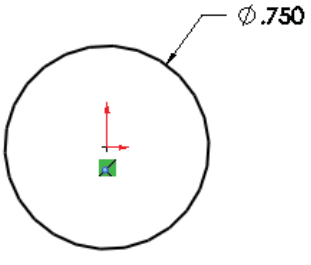

Figure 2-11 *Circle of diameter 0.75in*
8. In this dialog box, enter **0.75** and choose the **Save the current value and exit the dialog** button from this dialog box. Figure 2-11 shows a circle of diameter 0.75 inch.